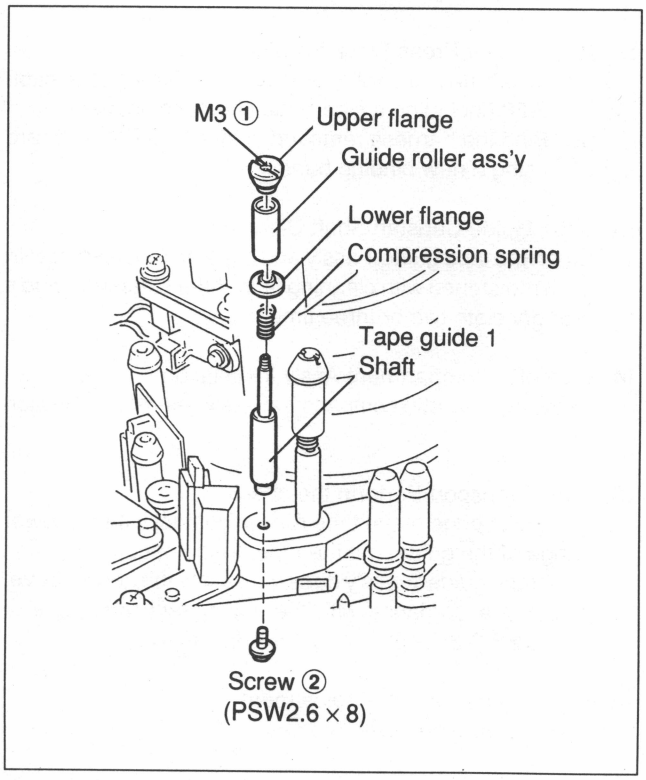

Fig.7-12-8 Tape Guide 1 Shaft Replacement
6. Tape Guide 1 Ass'y Removal (Fig. 7-12-8)
(1) Remove an upper flange without loosening screw ①.
(2) Remove a guide roller ass'y, lower flange, and compression spring from the shaft.
7. Tape Guide 1 Shaft Replacement (Fig. 7-12-8)